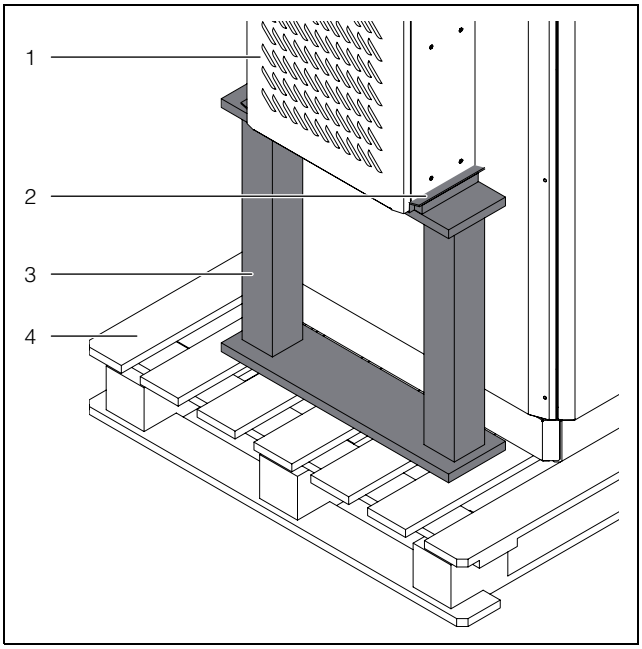
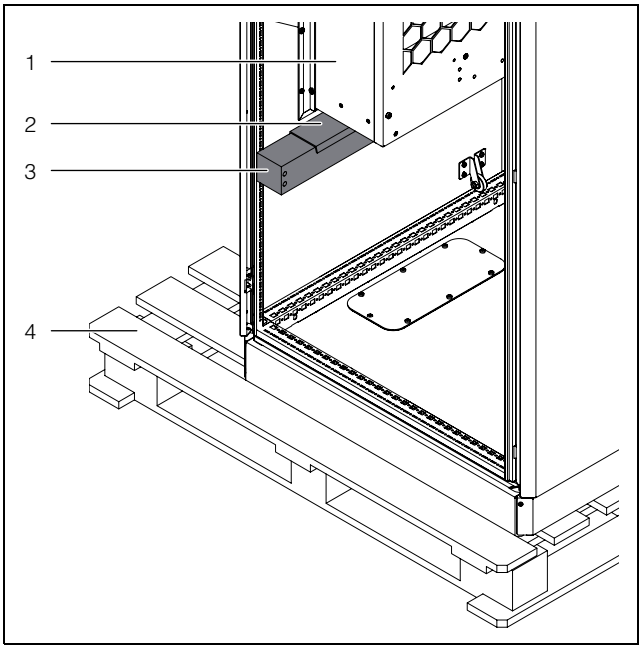

Fig. 4: Material para transportar com segurança um condicionador de ar montado no lado de fora do armário
Fig. 5: Material para transportar com segurança um condicionador de ar montado no lado de dentro do armário
- Para transportar aparelhos montados no armário, utilize material para garantir a segurança (por exemplo: uma estrutura de madeira ou tábuas – fig. 4 e fig. 5).